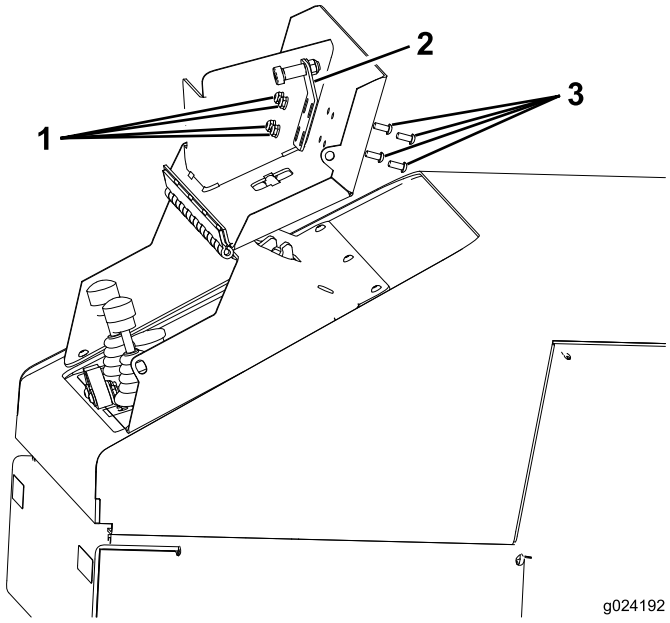

Figure 6
4. Install the catch mount assembly to the machine with 4 hex-socket bolts (1/4 x 5/8 inches) and 4 flange nuts (1/4 inch) (Figure 6).